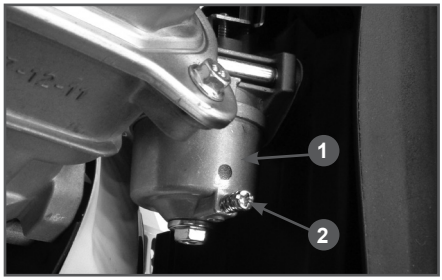

Рис. 24 Слив топлива из карбюратора
3. Открутите винт 2 на карбюраторе 1 на 2-3 оборота (Рис. 24) и слейте топливо из поплавковой камеры в подготовленную для этого емкость.